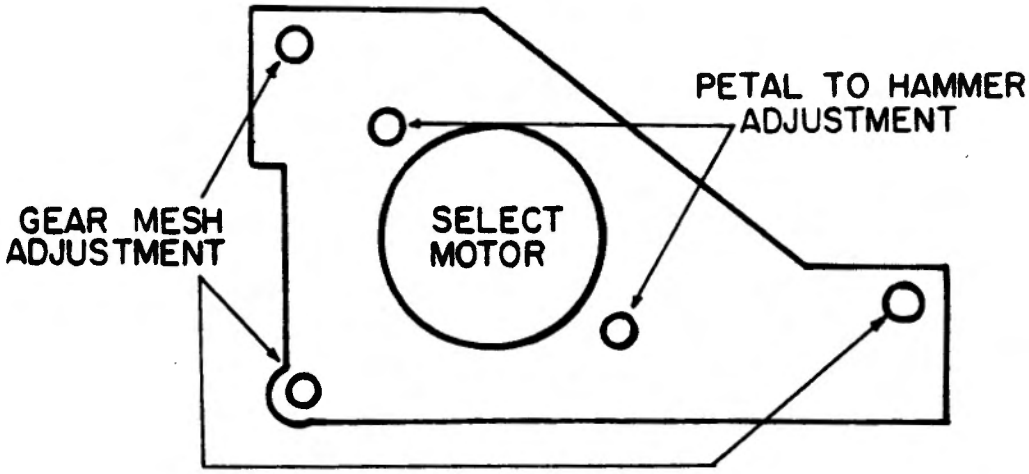

Figure 1
9. The second part of this alignment procedure is to align the petal to the hammer. There are two screws (see figure 1) which can be loosened to allow the select motor to be rotated on it's axis. Loosen these screws, rotate the select motor (observing the movement of the petal in relation to the hammer) until the petal matches up to the hammer.